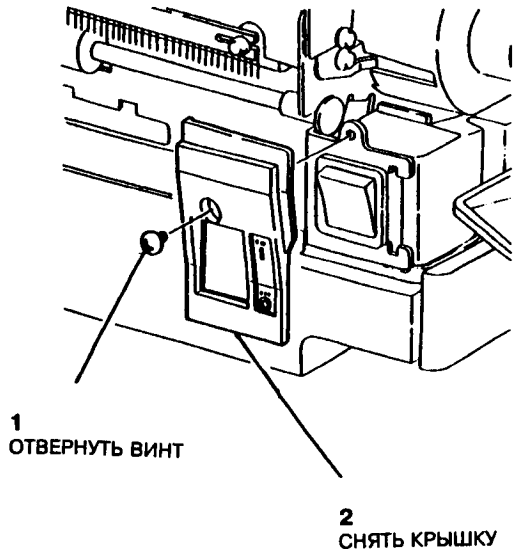

Рис.1 Снятие крышки главного выключателя
2. Снять крышку главного выключателя (рис.1).